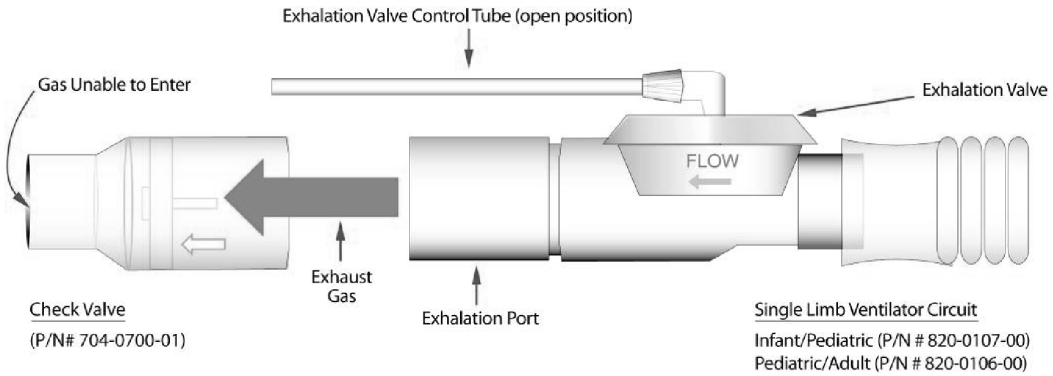

**Figure 6-2 Check Valve Connection To Patient Circuit**
**Warning!** **The device is shipped with both the pediatric/adult and infant/pediatric single limb circuits. A check valve is required with these patient circuits when operating in chemical/biological environments. The correct mating of the check valve with the patient circuit is shown in Figure 6-2. Users who anticipate use in these environments should also stock the check valve.**